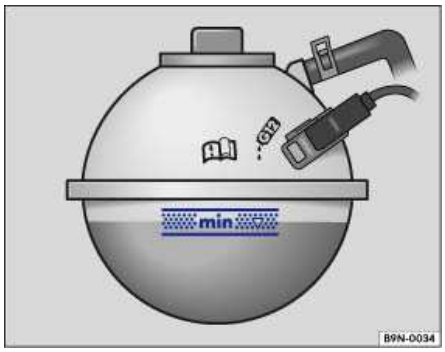

Fig. 155 Coolant expansion tank in the engine compartment.
- When the engine is cold, check the engine coolant level relative to the marking on the side of the expansion tank ⇒ fig. 155.
- The engine coolant level must be inside the marks on the side of the reservoir ⇒ fig. 155. **Do not fill above the top edge of the filling range!** ⇒ ⓘ
- **Refill engine coolant only up to the top edge of the marked fill range ⇒ fig. 155. Excess engine coolant may be forced out of the engine cooling system when it gets hot and cause damage.**